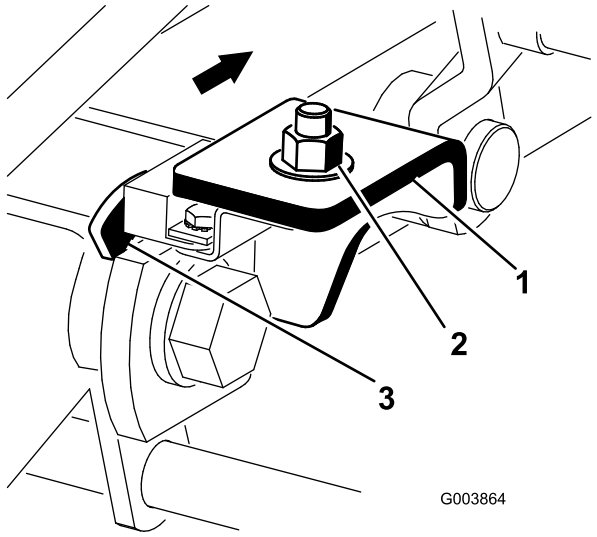

Figur 14
2. Løsn bræddeboltmøtrikken, der fastholder løftearmsafbryderens beslag på løftearm nr. 4 (forrest til venstre) (Figur 14).